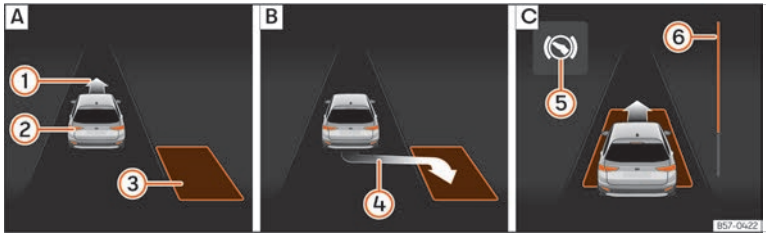
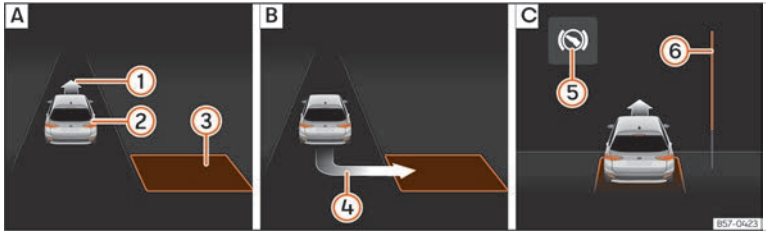

Fig. 144 A la pantalla del quadre d'instruments: aparcar en línia. A: Cercar un espai d'aparcament. B: Posició per aparcar. C: Maniobrar.
Fig. 145 A la pantalla del quadre d'instruments: aparcar en bateria. A: Cercar un espai d'aparcament. B: Posició per aparcar. C: Maniobrar.
- Mireu la visualització de la pantalla del quadre d'instruments si s'ha detectat l'espai en qüestió com a "apropiat" i si s'ha arribat a la posició correcta per aparcar-hi ››› fig. 144 B o ››› fig. 145 B. L'espai es considera "apropiat" si a la pantalla del quadre d'instruments hi apareix la indicació d'aparcar (4).
- Retrocediu fins que soni el senyal continu del ParkPilot; **O BÉ:** retrocediu fins que a la pantalla del quadre d'instruments aparegui la indicació de fer marxa endavant ››› fig. 144 C o ››› fig. 145 C; **O BÉ:** retrocediu fins que a la pantalla del quadre d'instruments aparegui el missatge **Park Assist finalizado**. La barra de progrés ⑥ indica la distància que cal recórrer.
- Feu marxa endavant fins que soni el senyal continu del ParkPilot; **O BÉ:** feu marxa endavant fins que a la pantalla del quadre d'instruments aparegui la indicació de fer marxa enrere. El sistema d'aparcament assistit dirigeixel vehicle marxa endavant i marxa enrere fins a centrar-lo en l'espai buit ››› fig. 144 C o ››› fig. 145 C.
La barra de progrés ››› fig. 144 ⑥ i ››› fig. 145 ⑥ mostra simbòlicament a la pantalla del quadre d'instruments la distància relativa que queda encara per recórrer. Com més gran és la distància, més plena és la barra de progrés. En circular marxa endavant, el contingut de la barra de progrés disminueix cap amunt, i en circular marxa enrere, disminueix cap avall.